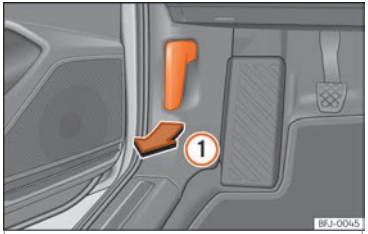

Fig. 238 Levier de déverrouillage sur le plancher, côté conducteur.
- Ouvrez la porte et tirez le levier situé sous le combiné d'instruments ››› **fig. 238** ①.